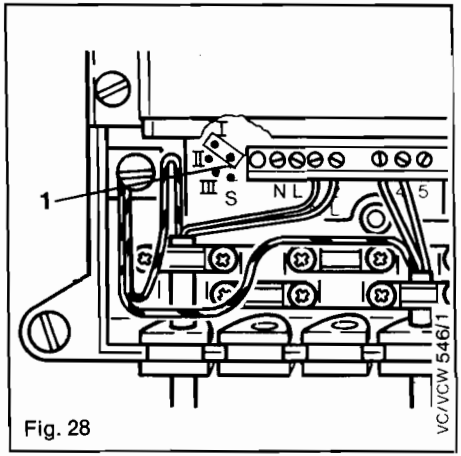

Fig. 28
In the factory, the heating system pump is set to operating mode (I) (electrical connection to contact I — see Fig. 28).